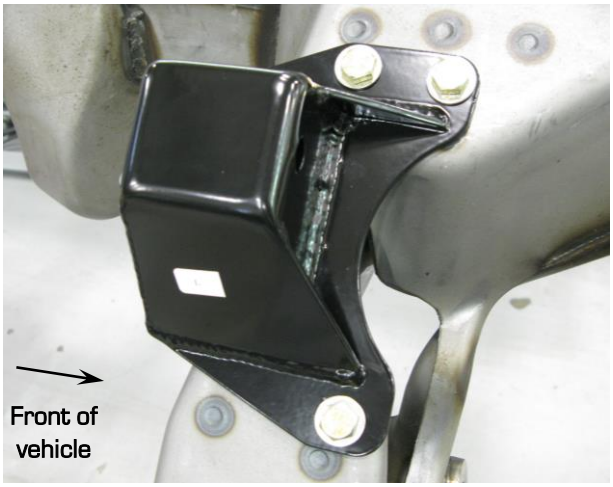

Figure 1 – LH Frame Stand
4. Attach the frame stands to the subframe using three 3/8"-16x1.0" hex head bolts (#12) and three 3/8" flat washers (#13) per side. There is a LH and RH stand. Follow the pictures in Figures 1 & 2 for proper orientation. Use High Strength Loctite (p/n: 262) on these bolts when installing and torque the bolts to 35 ft/lbs.